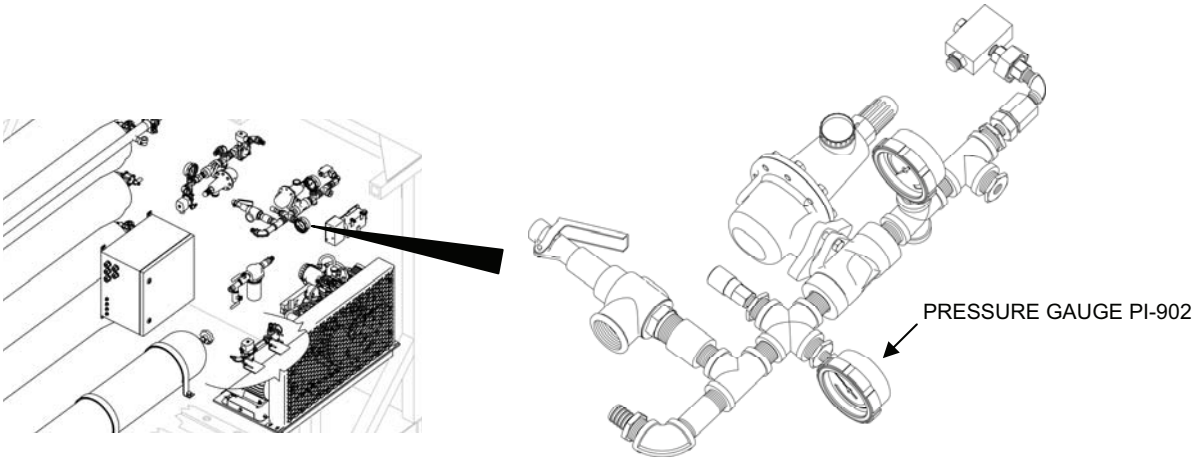

Figure 1. Pressure Gauge PI-902 Location.
3. Check the pressure reading at backwash and actuator air pressure gauge PI-902 (Figure 1). The pressure must read over 90 psig before the diagnostic self-tests can be run. If the pressure is not over 90 psig, make sure the air compressor is on and wait until gauge PI-902 reads over 90 psig.